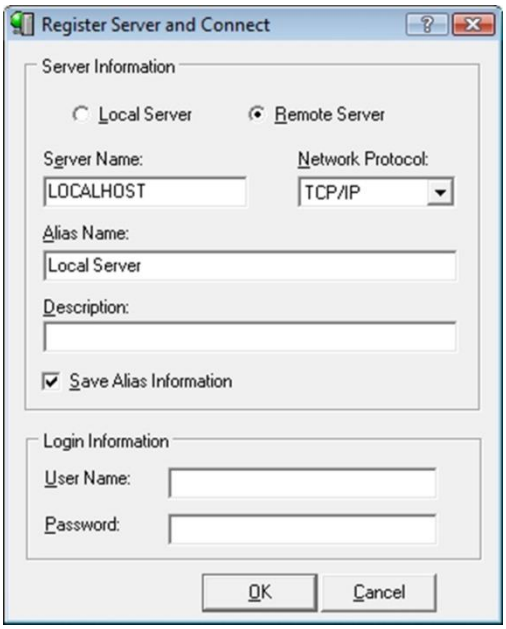

Figure 28 – Register Server and Connect Dialog
1. From the Hierarchical Tree, select your InterBase Server (based on the example in Figure 28 select Local Server).